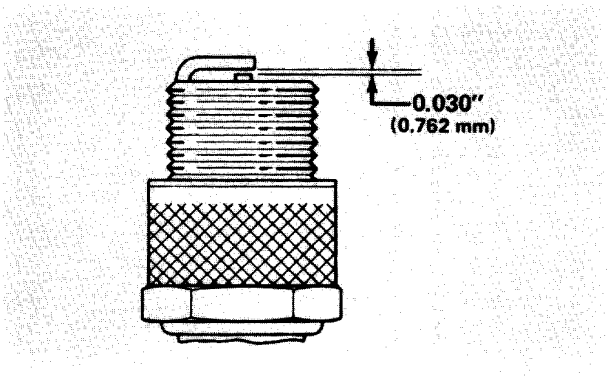

Figure 25
3. Set air gap between electrodes at 0.030 of an inch (0.762 mm) with a spark plug gapping tool (Fig. 25). Install the correctly gapped spark plug with gasket seal and tighten plug to 15 ft-lb (20.4 N·m). If torque wrench is not used, tighten plug firmly.